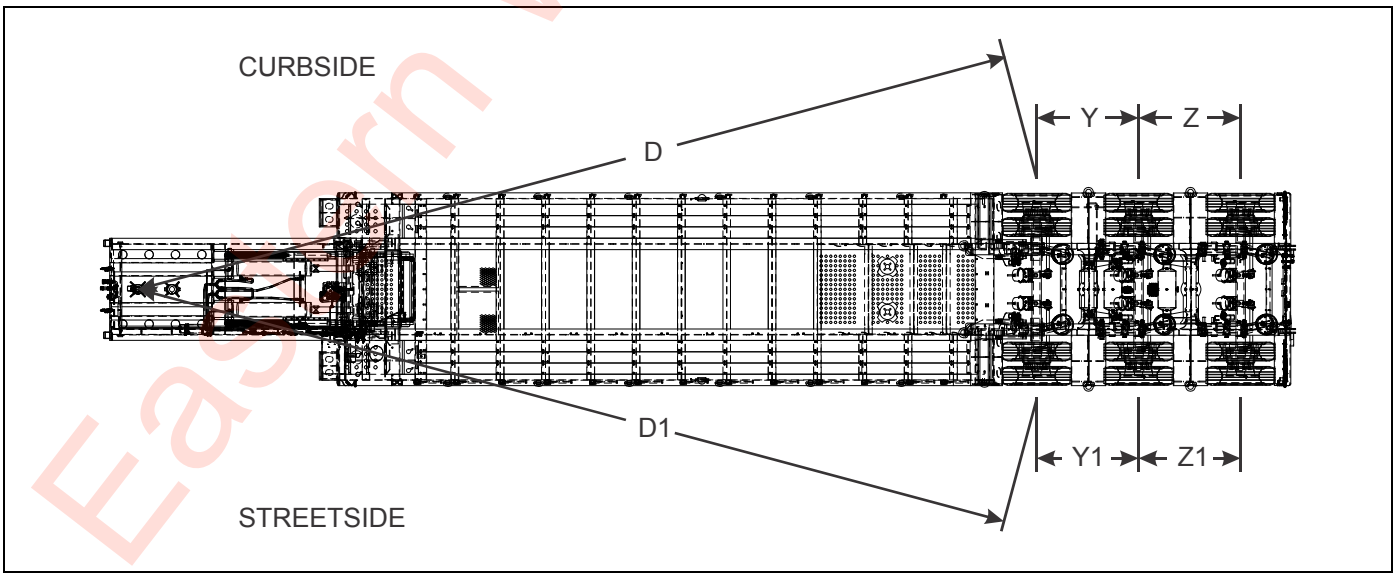

Figure 4-8: Checking Axle Alignment
4. Measure (D) from the plumb bob to the center point on one end of the axle. Record this measurement **(See Figure 4-8.)**
5. Measure (D1) to the other end of the axle in the same manner as in **step 4.** Record this measurement **(See Figure 4-8.)**